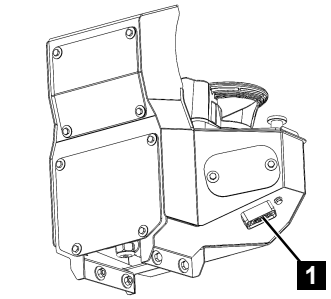

Fig. 128
7. Reconnect the plug (Fig.128/1) to the control panel.